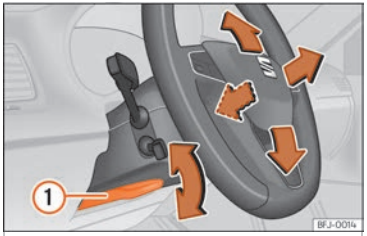

Fig. 24 Leva nella parte inferiore del lato sinistro del piantone dello sterzo.
• Regolazione della posizione del volante: tirare la leva ››› **fig. 24** ① verso il basso, muovere il volante verso la posizione desiderata e risollevare la leva fino al punto di chiusura.